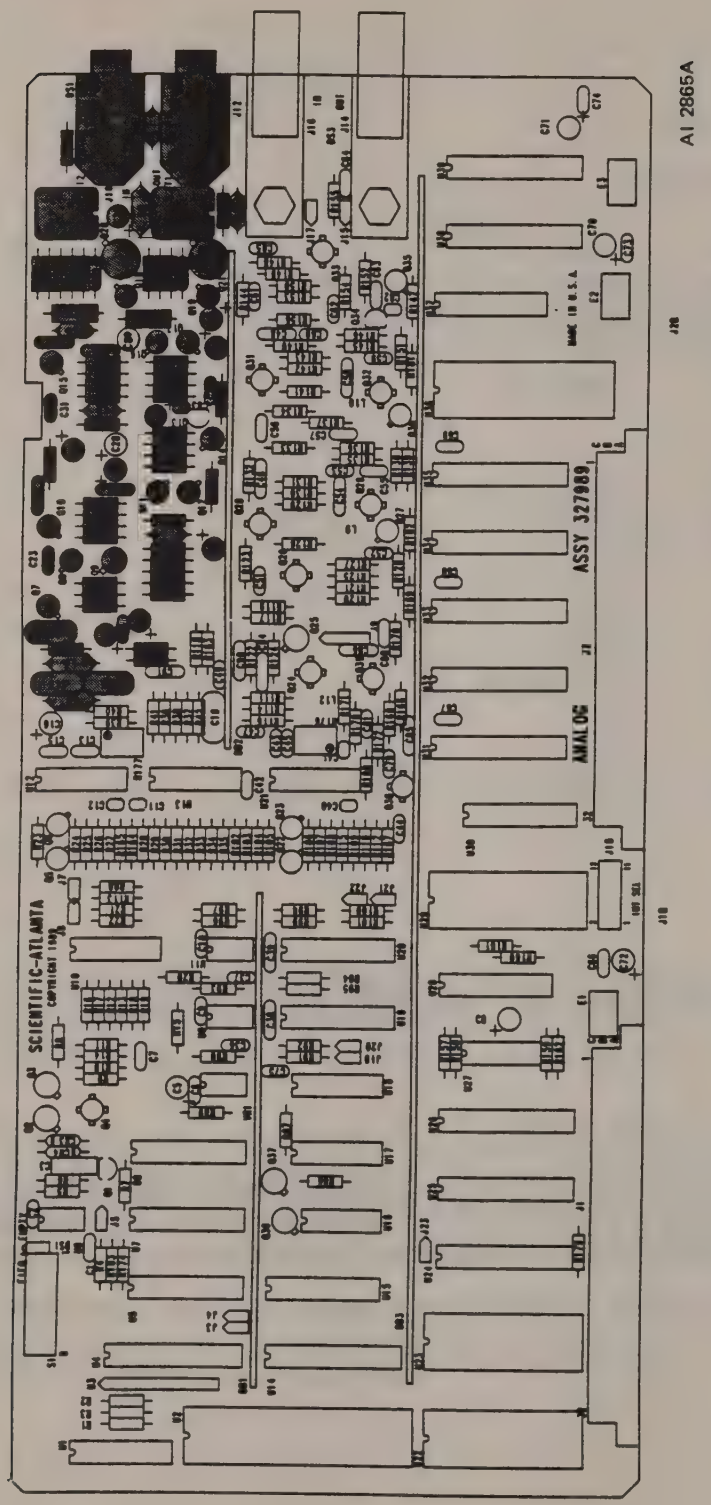

Figure 3.103. DS1 Components of Signal Analysis Card
3. Put the signal analysis card on the Scientific-Atlanta card extender. Have the schematic handy (Chapter 5) and refer to Figure 3.103 to locate components.
1. Put the signal analysis card on the Scientific-Atlanta card extender. Have the schematic handy (Chapter 5) and refer to Figure 3.103 to locate components.